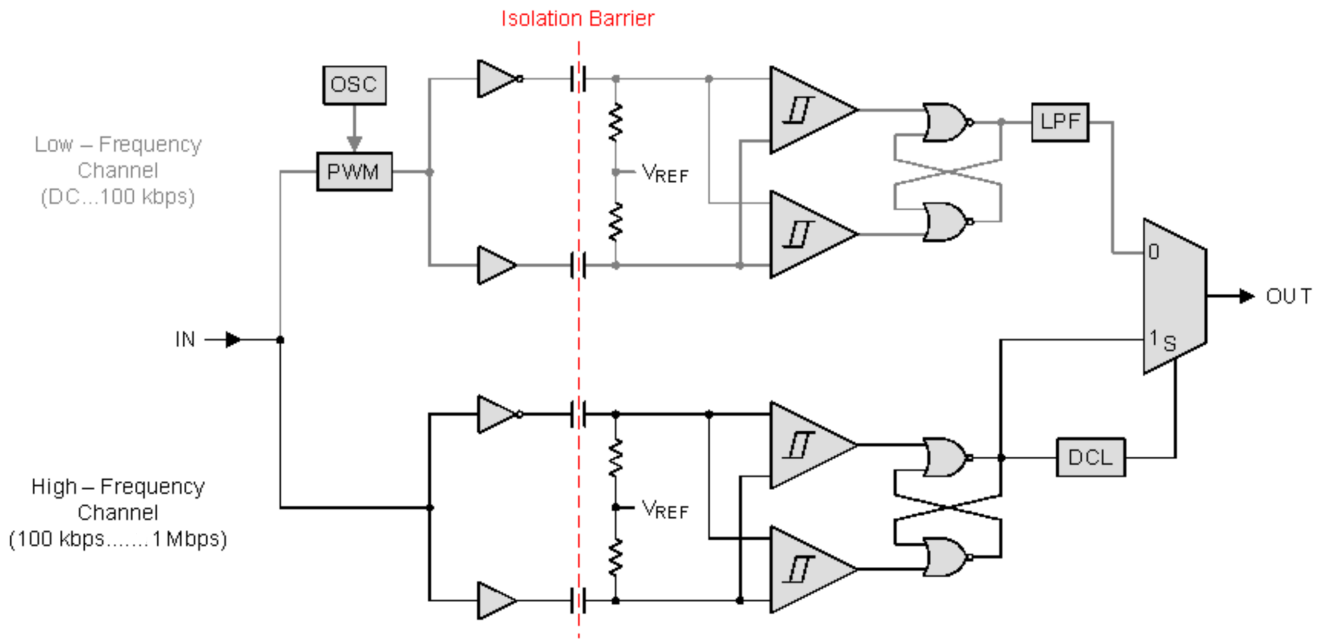

Figure 9. Conceptual Block Diagram of a Digital Capacitive Isolator
The isolator in Figure 9 is based on a capacitive isolation barrier technique. The I/O channel of the device consists of two internal data channels, a high-frequency channel (HF) with a bandwidth from 100 kbps up to 1 Mbps, and a low-frequency channel (LF) covering the range from 100 kbps down to DC. In principle, a single- ended input signal entering the HF-channel is split into a differential signal via the inverter gate at the input. The following capacitor-resistor networks differentiate the signal into transients, which then are converted into differential pulses by two comparators. The comparator outputs drive a NOR-gate flip-flop whose output feeds an output multiplexer. A decision logic (DCL) at the driving output of the flip-flop measures the durations between signal transients. If the duration between two consecutive transients exceeds a certain time limit, (as in the case of a low-frequency signal), the DCL forces the output-multiplexer to switch from the high- to the low-frequency channel.